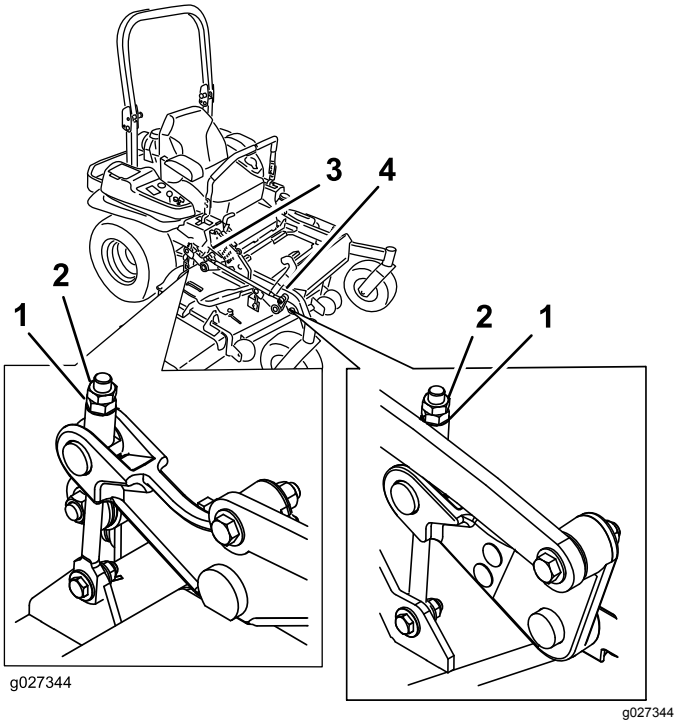

Figur 108
10. Finindstil justermøtrikken på forreste skjoldløfteenhed ved at dreje den (Figur 108).
16. Finjuster justeringsskruen ved at dreje den til en højde på 8,3 mm (Figur 108).